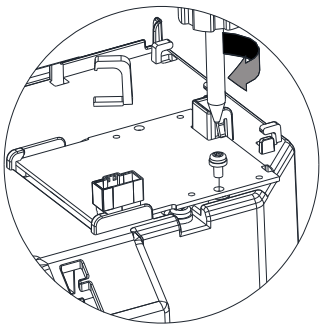

Figure 8-8
5. Use cross screwdriver tighten one M3 screw, the recommended torque is 4-6 kgf-cm [3.5-5.2 lb-in] [0.39-0.59 Nm], as shown in Figure 8-8.